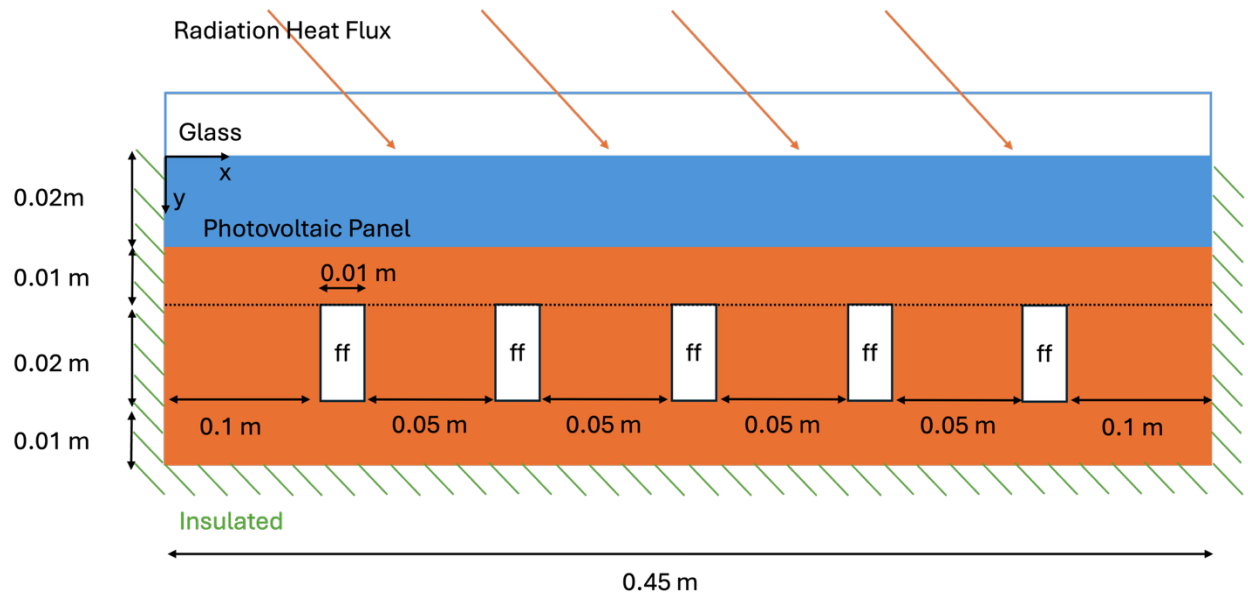

Figure 2 The cross section
An engineer is assigned to the task to analyze the temperature distribution in a simplified cross-section of the solar panel cooling system as shown in Figure 2. Heat is absorbed at the top surface of the solar panel, while the side and bottom surfaces are insulated. Under steady-state operating conditions, the net radiation heat flux to the surface is $q''_{rad} = 900\ W\ /\ m^2$. Assume the length in the z direction is long enough that the temperature distribution is uniform through the z direction. The heat absorbing unit consists of five ferrofluid channels.
- The width of each water channel is 0.01 m, and the height is 0.02 m. The position of the water channels is shown in Figure 2.